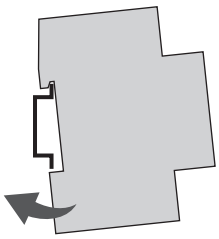

Rys. 4: Montaż na szynie DIN
1. Ustawić zegar sterujący rozdzielacza z góry na szynie DIN (Rys. 4) i nacisnąć do tyłu aż zatrzaśnie się na niej.